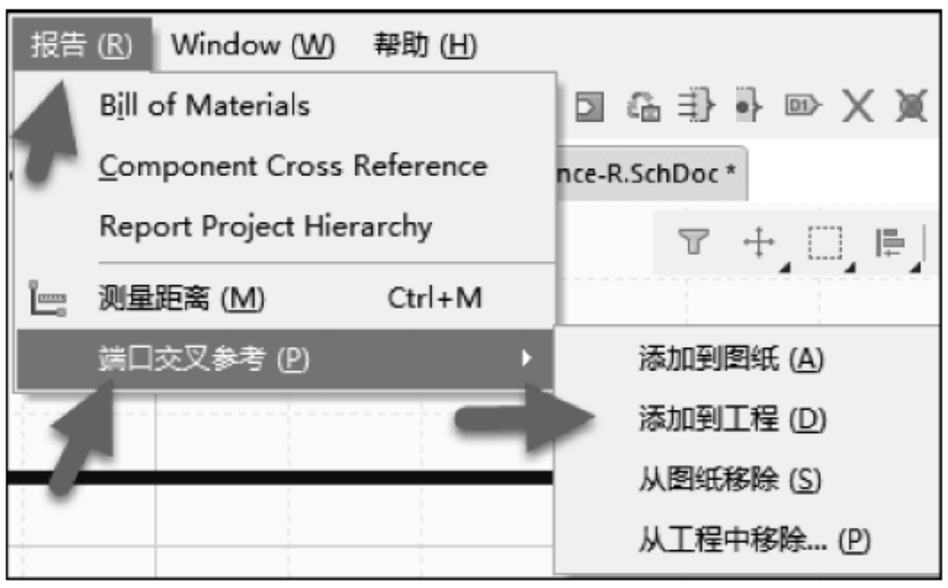
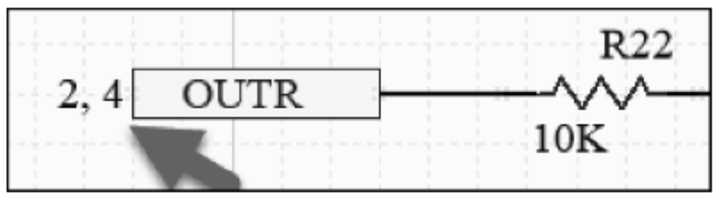

图 1-14　添加端口显示
图 1-15　原理图编号显示
(5) 给工程添加交叉端口。执行菜单栏中“报告”→“端口交叉参考”→“添加到工程”命令,如图 1-14 所示。可以看到端口旁边已经带上原理图的相应编号,如图 1-15 所示。